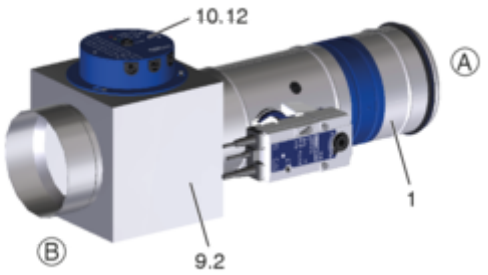
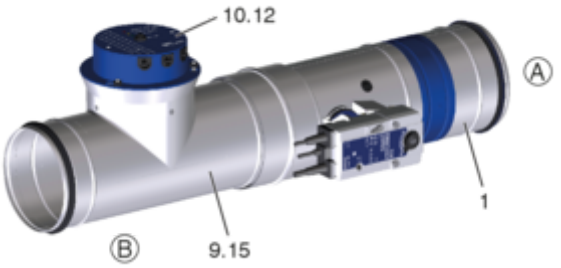

Abb. 12: FKRS-EU mit Federrücklaufantrieb und Rauchauslöseeinrichtung in einer eckigen Luftleitung
Abb. 13: FKRS-EU mit Federrücklaufantrieb und Rauchauslöseeinrichtung in einer runden Luftleitung
- Die Rauchauslöseeinrichtung ist in einer eckigen Luftleitung bauseitig zu montieren. Abb. 12 . Alternativ erfolgt die Montage bauseitig in einer runden Luftleitung mit T-Stück, Abb. 13 . Die Rauchauslöseeinrichtung ist in der Regel oben anzuordnen. Abweichende Anordnungen sind zulässig. In Deutschland ist die allgemeine bauaufsichtliche Zulassung der Rauchauslöseeinrichtung zu beachten.